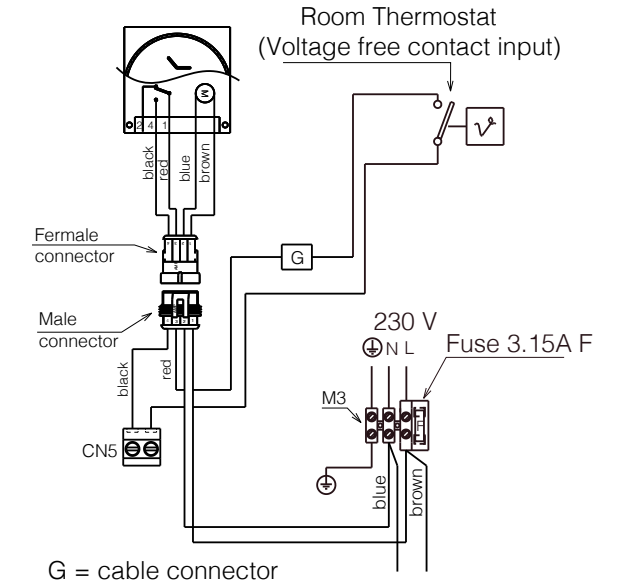

Fig. 50
- single-channel, voltage-free time clocks + room thermostats (fig. 50)
To add a room thermostat, identify the 2 switch wires (black/red colour in terminal block (CN5) and connect the room thermostat wires in series in terminal block CN5 (see fig. 50)